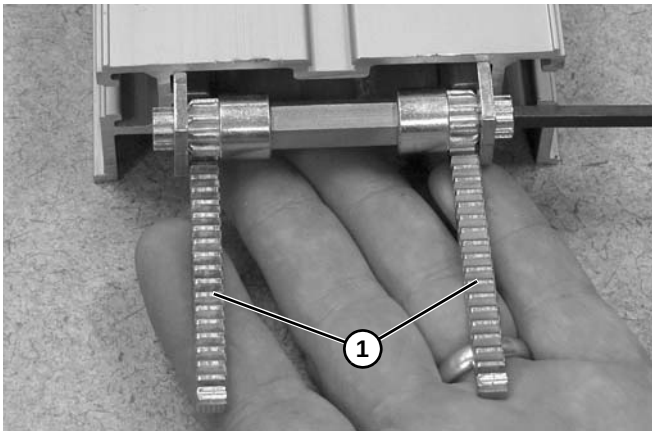

Figure 105
9. Replacer les deux crémaillères **(Figure 105, élément 1)** dans le châssis du convoyeur.